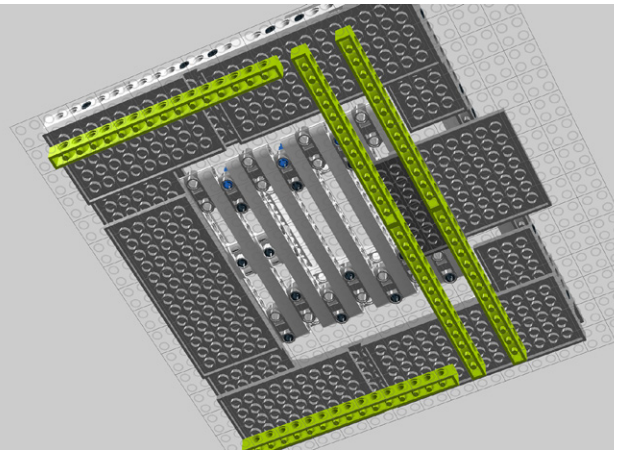

Figure 8-39. *Step 34: Adding additional reinforcement to the Keytar body*
34. Add a pair of 16M Technic bricks and four 14M Technic bricks to the underside of the Keytar body as shown in Figure 8-39.